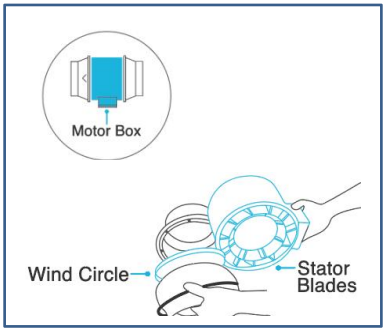

Fig.2.
2、Remove the motor box from the flange bracket.Remove the wind circle between the motor box and the intake flange.See the(Fig.2.)